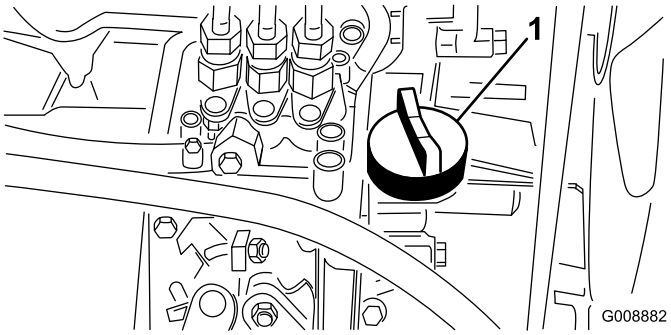

Figura 36
4. Si el nivel de aceite es bajo, retire el tapón de llenado (Figura 36) y añada poco a poco pequeñas cantidades de aceite, comprobando el nivel frecuentemente, hasta que el nivel llegue a la marca de lleno de la varilla.